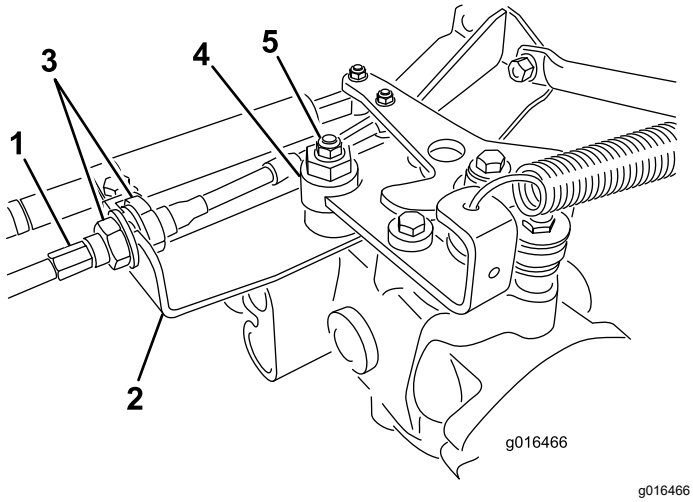

Figur 41
A. Lossa båda kontramuttrarna som säkrar drivkabeln till motorväggen på hydrostaten (Figur 41). Se till att lossa kontramuttrarna lika mycket och tillräckligt för att kunna göra en justering.
Obs: Lossa muttern som fäster excenterbulten på hydrostatens ovandel (Figur 41).
E. När hjulet slutar rotera drar du åt muttern som låser excenterbulten och justeringen (Figur 41).
G. Dra åt låsmuttrarna jämnt på båda sidor av motorväggen och säkra drivkabeln vid motorväggen (Figur 41). Vrid inte kabeln.